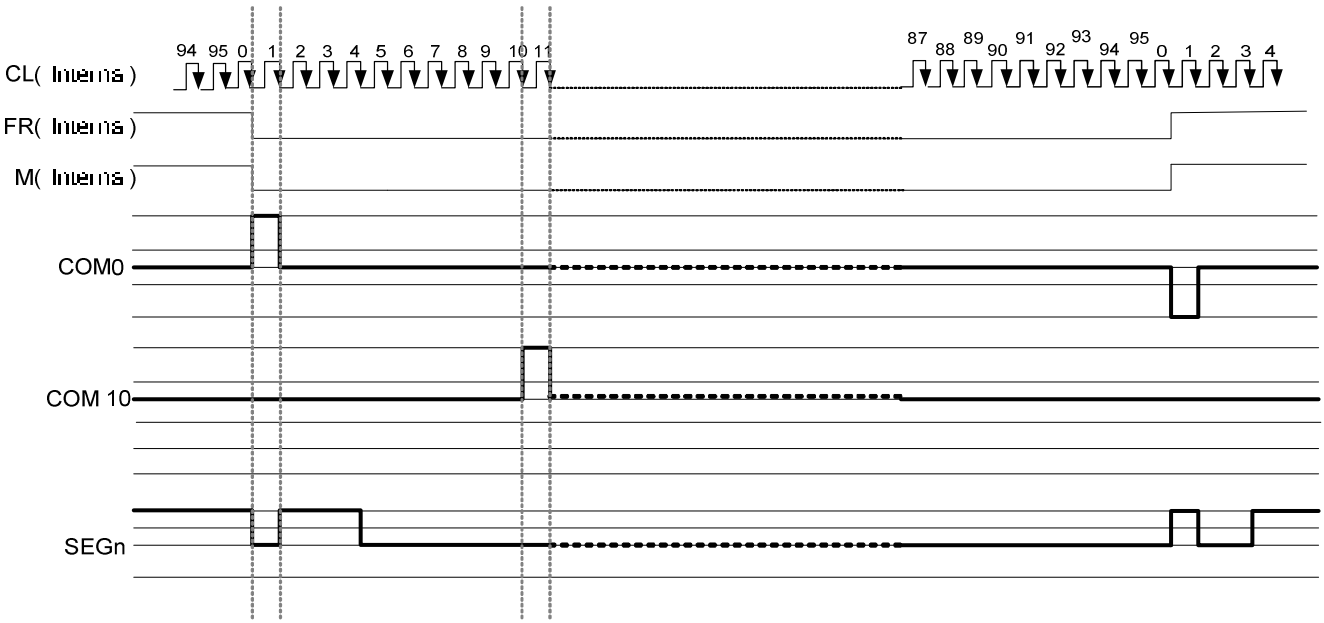

Figure 7.5 2-frame AC Driving Waveform (Duty Ratio: 1/96)
This circuit generates some signals for displaying LCD. The display clock CL (internal), which is generated by oscillation clock, generates the clock for the line counter and the signal for the display data latch. The line address of on-chip RAM is generated in synchronization with the display clock and the display data latch circuit latches the 96-bits display data in synchronization with the display clock. The display data, which is read to the LCD driver, is completely independent of the access to the display data RAM from the microprocessor. The display clock generates an LCD AC signal (M), which enables the LCD driver to make an AC drive waveform, and also generates an internal common timing signal and start signal to the common driver. The frame signal or the line signal changes the M by setting internal instruction. Driving waveform and internal timing signal are shown in Figure 7.5.